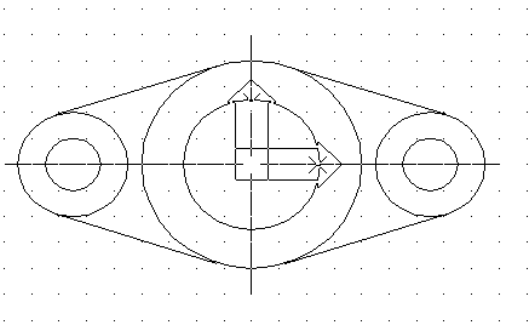

Fig. 2.17
6. Trasarea liniilor de axă folosind comanda LINE (fig. 2.17).